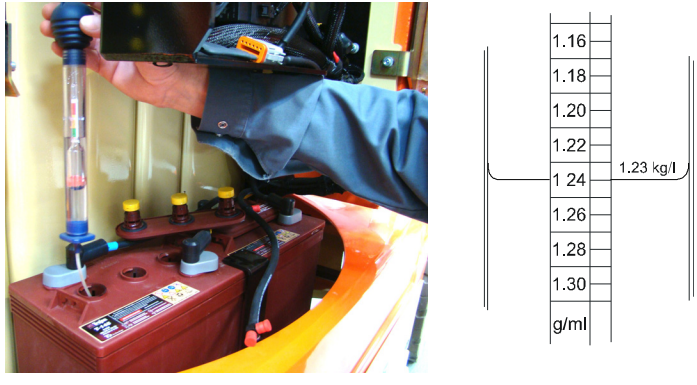

**Figur 5-8. Måling av elektrolyttens spesifikke gravitet**
- Avles verdien som angitt på figur 5-8.